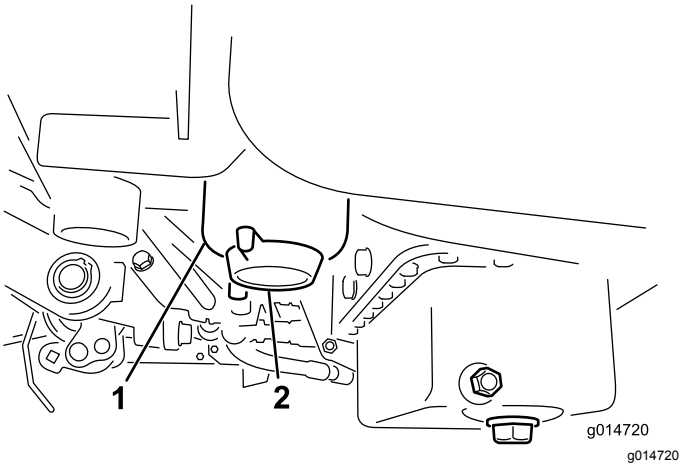

Figuur 33
2. Reinig de omgeving van de plaats waar de filterbus wordt gemonteerd (Figuur 33).
4. Open de filteraftapplug (Figuur 33).